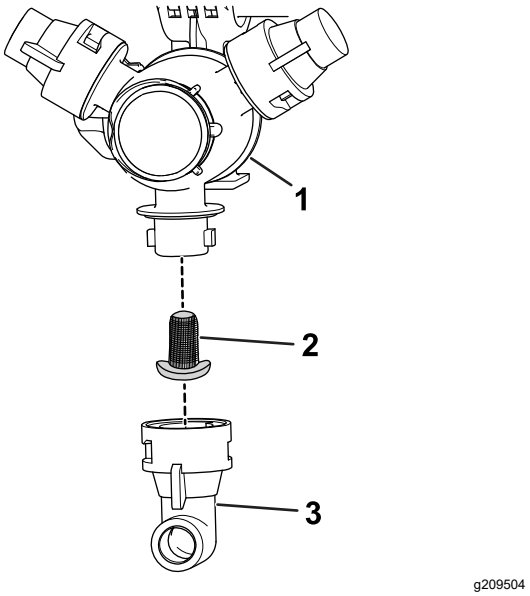

Figur 32
2. Fjern dysen fra sprøjtedysehovedet (Figur 32).
3. Fjern dysefilteret (Figur 32).
5. Monter dysefilteret (Figur 32).
6. Monter dysen på sprøjtedysehovedet (Figur 32).